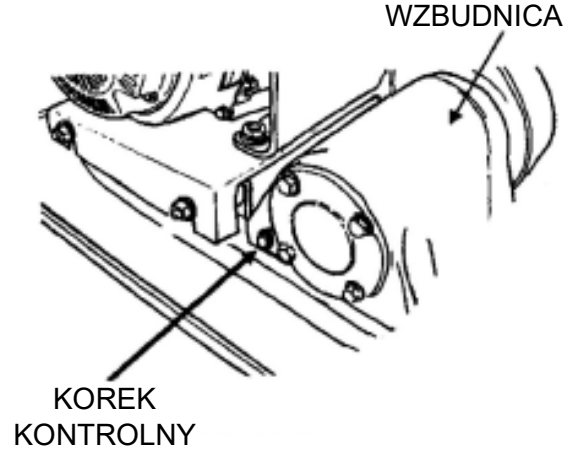

Rys. 17
2. Sprawdzić poziom oleju we wzbudnicy, odkręcając korek kontrolny, jak pokazano na Rys. 17. Poziom oleju powinien sięgać do krawędzi otworu wlewu oleju. W razie potrzeby dolać oleju hydraulicznego.
4. Podczas wymiany oleju we wzbudnicy należy odkręcić korek kontrolny (Rys. 17) i przechylić zagęszczarkę, aby spuścić olej. Należy pamiętać, że olej spływa łatwiej, gdy jest gorący.